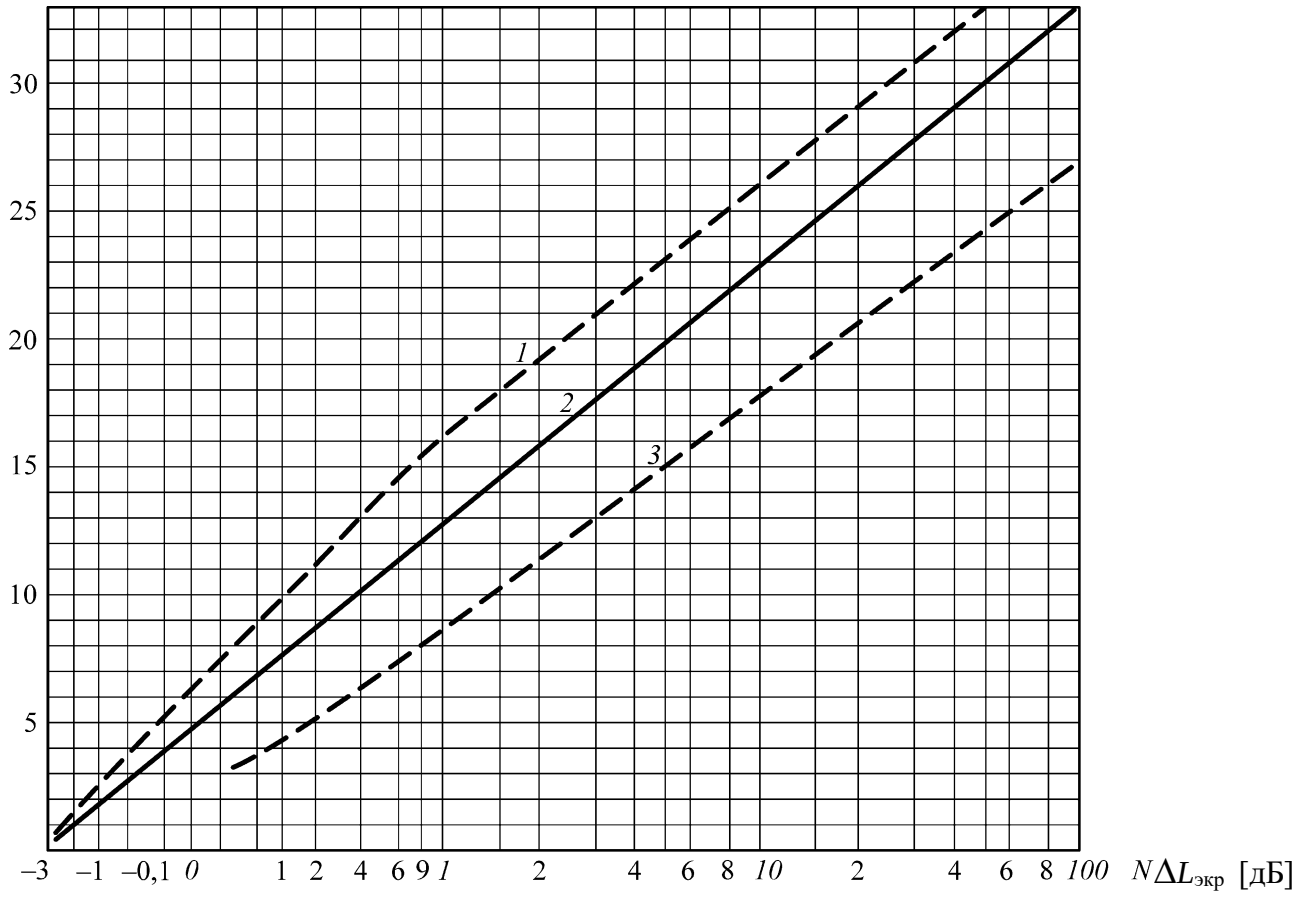

Рис. 1.1. Зависимость снижения уровня звукового давления от числа Френеля
4. Найти по диаграмме (рис. 1.1) снижение уровня звукового давленияэкраном, $\Delta L_{экр}$.